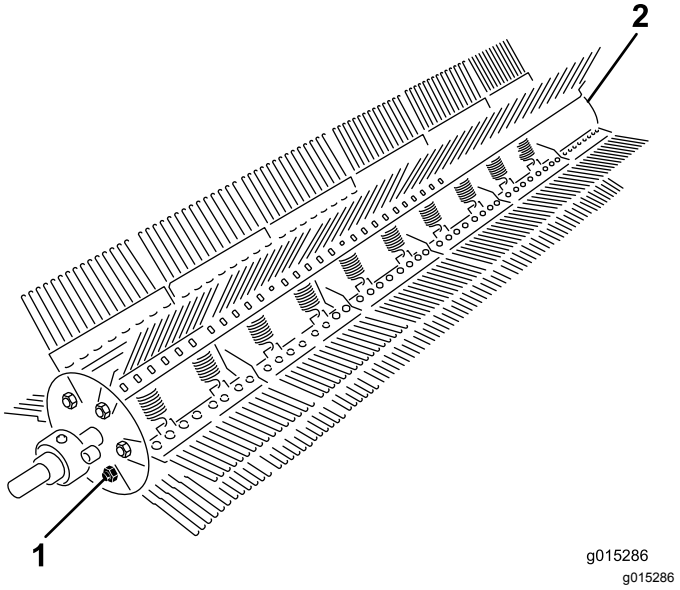

**Figur 27**
2. Fjern bolten og låsemutteren fra den ene siden av rakestangen (Figur 27).